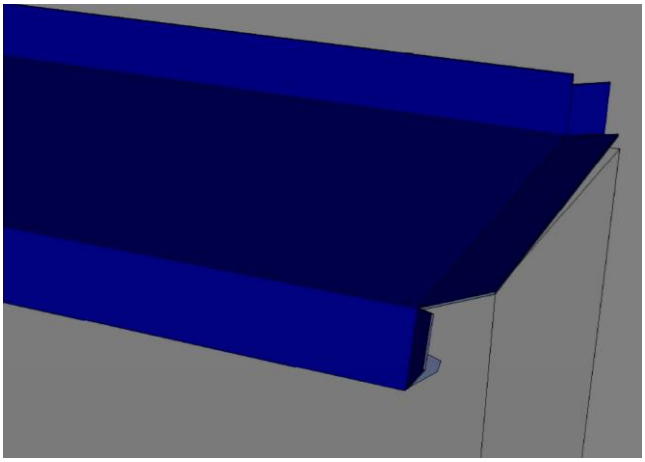

Abb. 29a
2. Die Brüstung ist auf verlangte Länge zu schneiden und nach der seitlichen Beendigung einzuschneiden (Bild 29a).